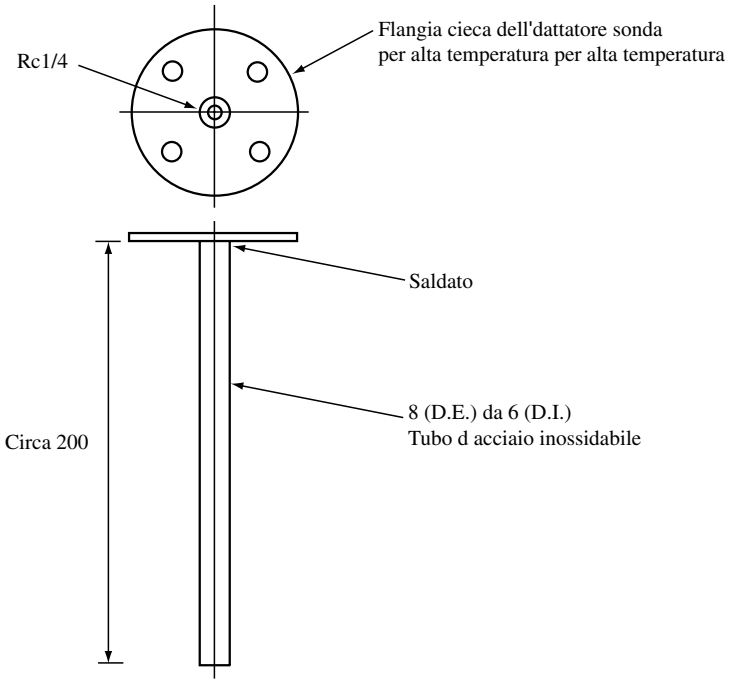

Figura 4.11 Predisposizione del tubo di soffiatura
- Tubo di soffiatura (da predisporre come illustrato nella figura 4.11.)
Predisporre il tubo di soffiatura come illustrato nella figura 4.11 e montarlo sull’adattatore per alta temperatura